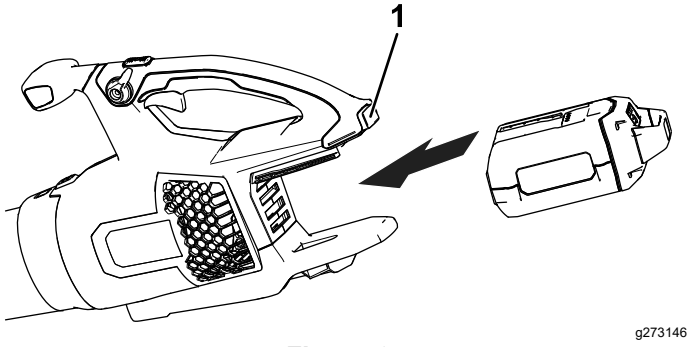

**Figure 6**
2. Align the cavity on the battery pack with the tongue in the handle housing (Figure 6).